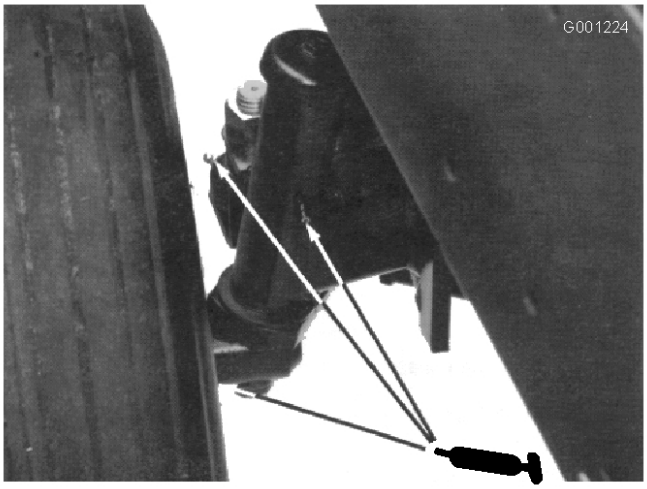

Figur 41
- Bakhjulets spindelbussningar (Figur 41)